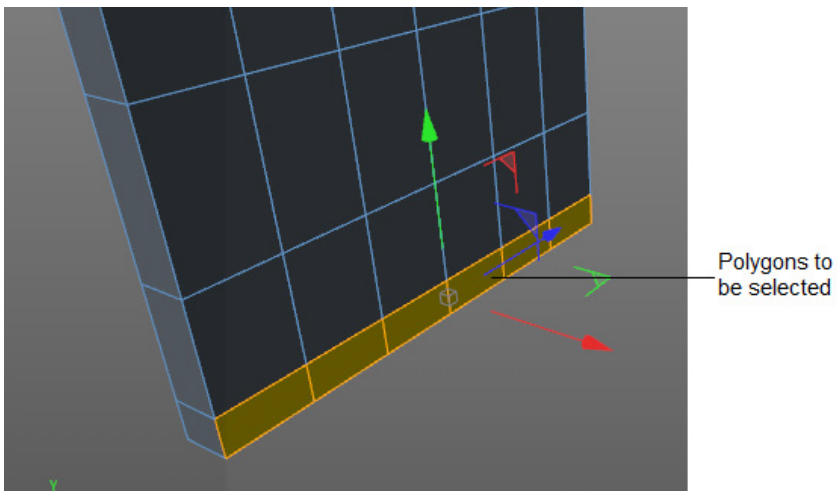

Figure 3-19 *The selected polygons of Computer table*
3. Choose the **Polygons** tool from the Modes Palette; *Computer table* is displayed in the polygon mode. Choose the **Brush Selection** tool from the Command Palette and make sure that the **Visible Only** check box is selected. Now, select the polygons of *Computer table*, as shown in Figure 3-19.